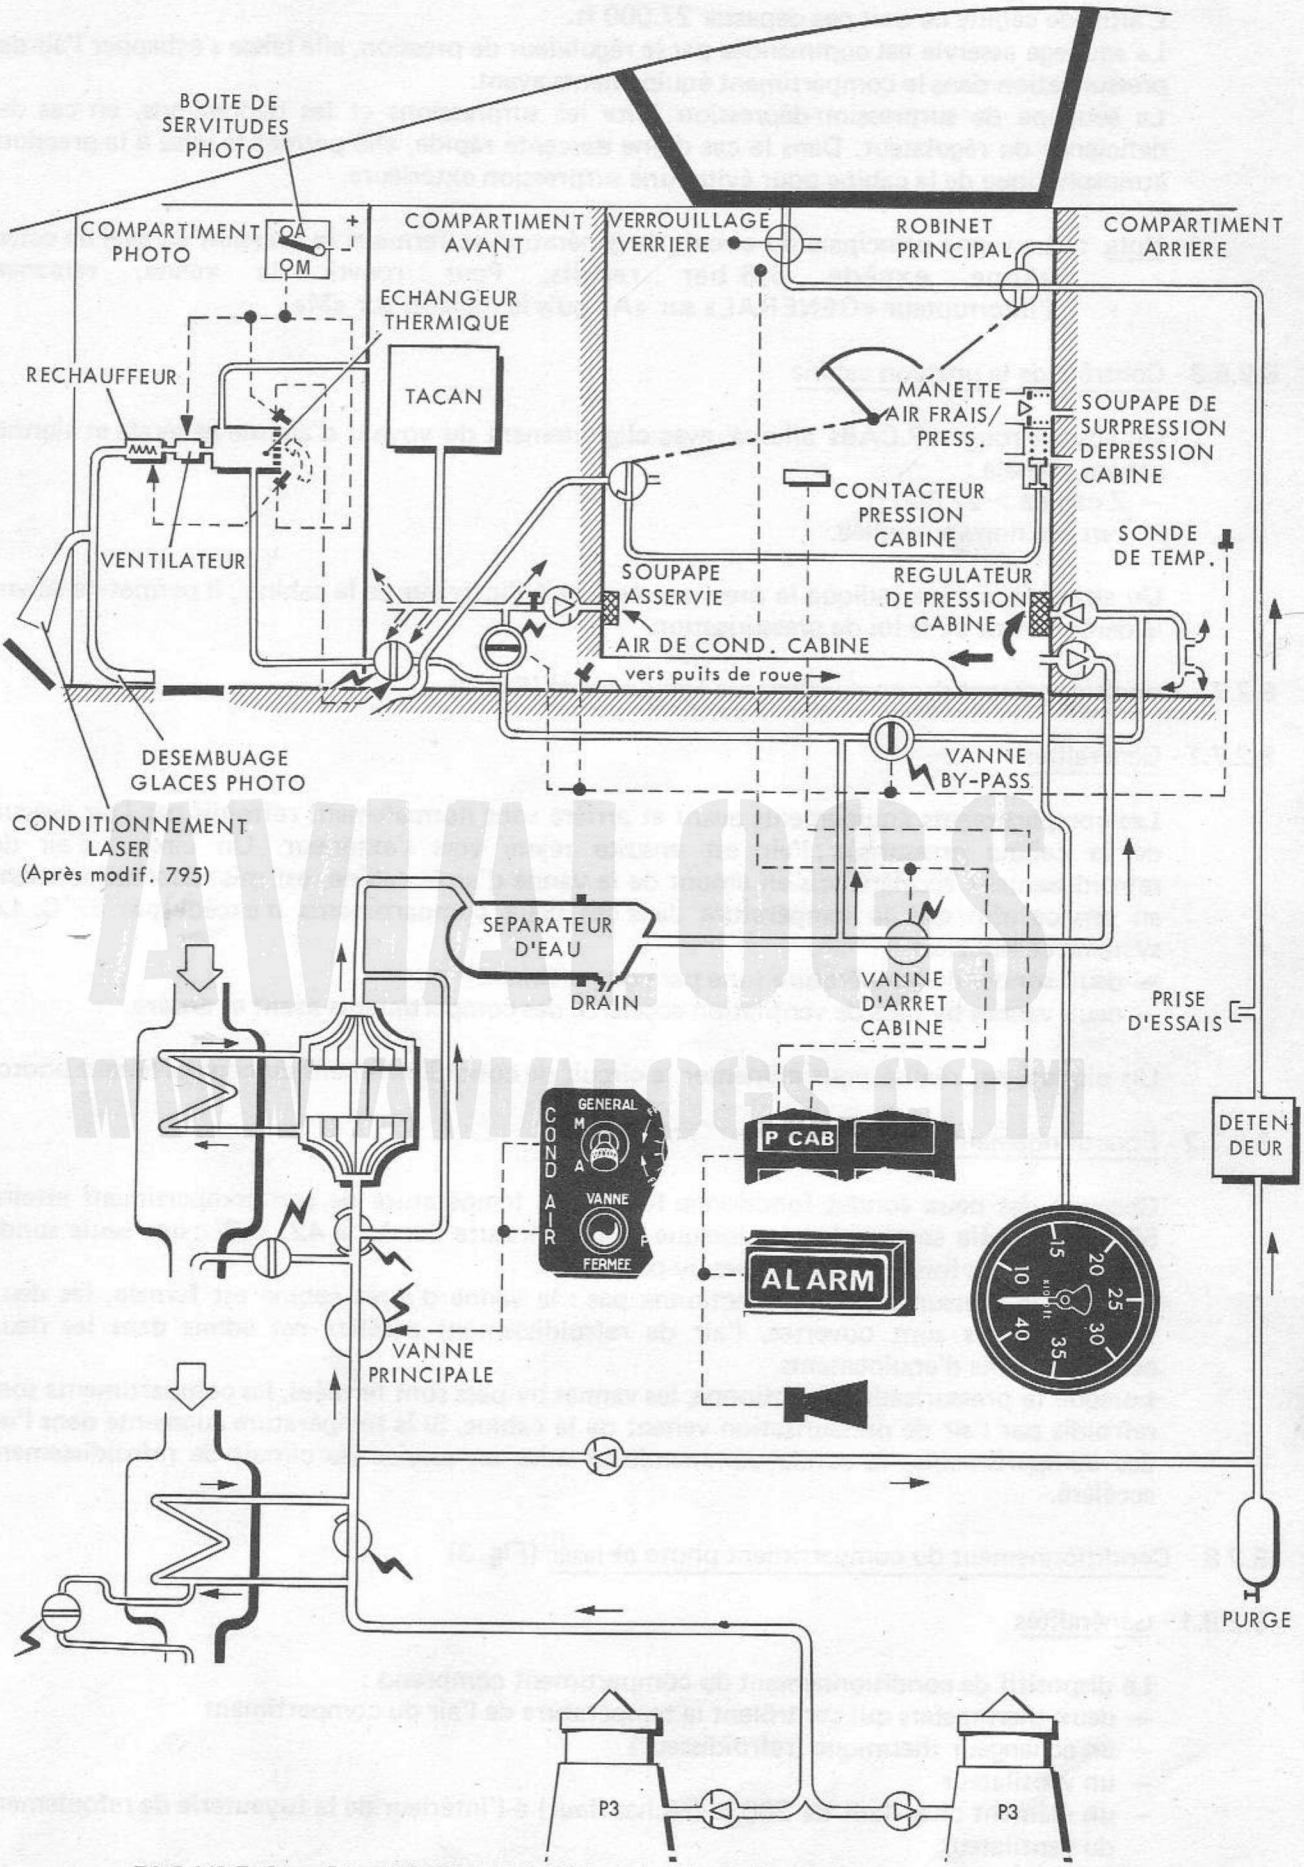

FIGURE 3 - PRESSURISATION CABINE ET CONDITIONNEMENT DES COMPARTIMENTS D'EQUIPEMENTS
8.2.6 - Pressurisation cabine (Fig. 3)
8.2.7 - Conditionnement des compartiments équipements (Fig. 3)
8.2.8 - Conditionnement du compartiment photo et laser (Fig. 3)